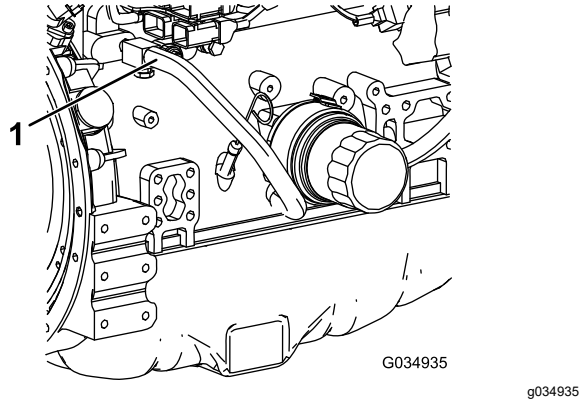

Figur 92
7. Ta bort kylvätskeslangen från motoroljekylaren (Figur 92).